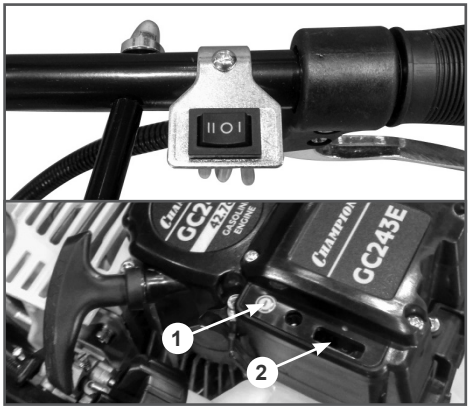

Рис. 14 Выключатель зажигания, кнопка запуска и гнездо предохранителя
5. Вставьте предохранитель 2 в гнездо (Рис. 14), если он не установлен.
7. Нажмите на переднюю часть клавиши (Рис. 14) выключателя зажигания (передняя часть клавиши промаркирована одной линией). Двигатель запускается только на короткое время и сразу глохнет.
Запустить двигатель можно также при нажатии кнопки 1 запуска на стартере (Рис. 14).